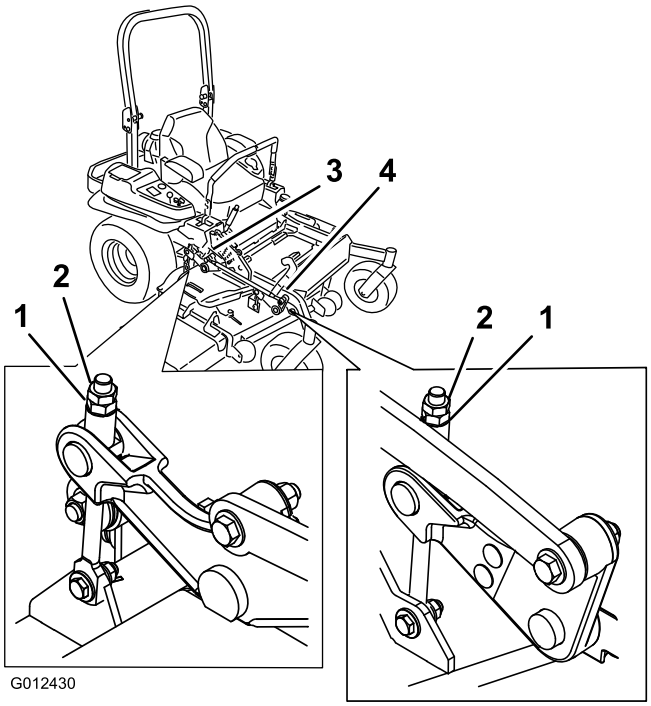

Figur 86
10. Finindstil justermøtrikken på forreste skjoldløfteenhed ved at dreje den (Figur 86).
16. Finindstil justermøtrikken på forreste skjoldløfteenhed ved at dreje den (Figur 86).